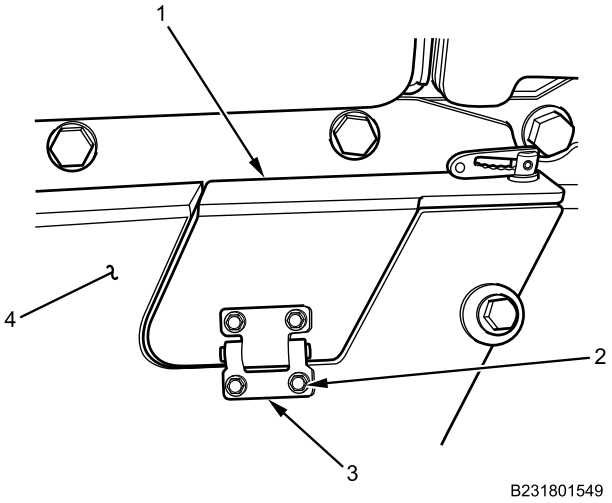

Figure 2. Battery Box Access Door.
5. Remove four bolts and locknuts (Figure 2, Item 2) from access door hinge (Figure 2, Item 3) on battery box door (Figure 2, Item 4). Discard locknuts. Remove hinge and access door (Figure 2, Item 1).